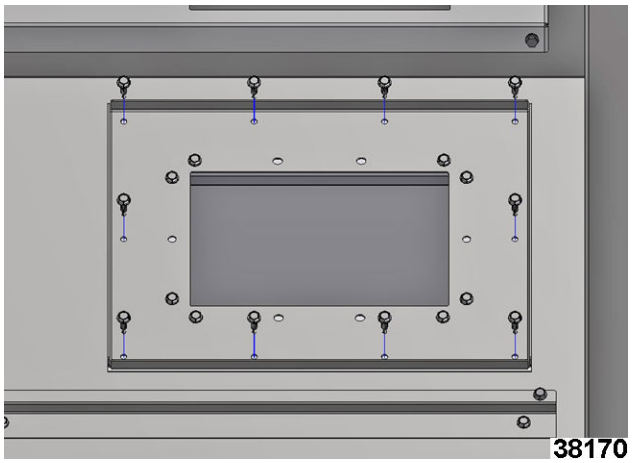

Fig. 94
15. Connect over pressure vent mounting plate to back wall of hood only at holes around perimeter of plate (Fig. 94) with 10 drill tip screws.